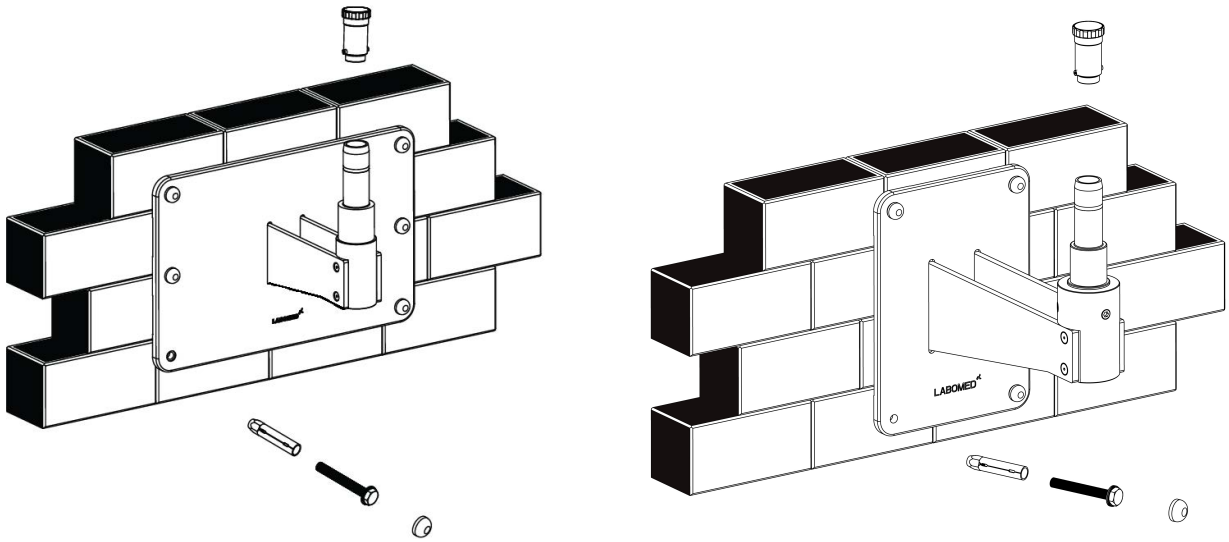

Fig. 22
3. Assemble the Arm on wall mount shaft referring fig.22 and Re-install the threaded plug into place.